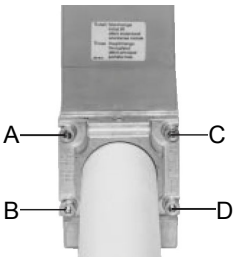
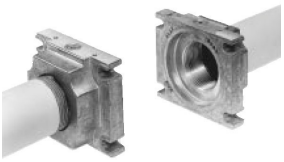

Fig. 8
Fig. 9
1. Allentare le viti A e B **non** svitare (Fig. 8 e Fig. 9).
2. Svitare le viti C e D (Fig. 8 e Fig. 9).